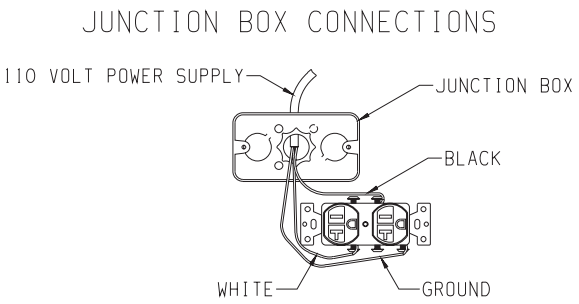

**Figure 25**
**Note:** Junction box on right side of firebox must be pre-wired at time of firebox installation for use with blower assembly. A standard wall ON/OFF wall switch or optional SCV1 Variable Speed Control Kit should be installed to activate power to the Firebox, and control the operation of the FBB5 Blower assembly. It is recommended that installation of the wiring be performed by a qualified electrician. **See Figure 25.**